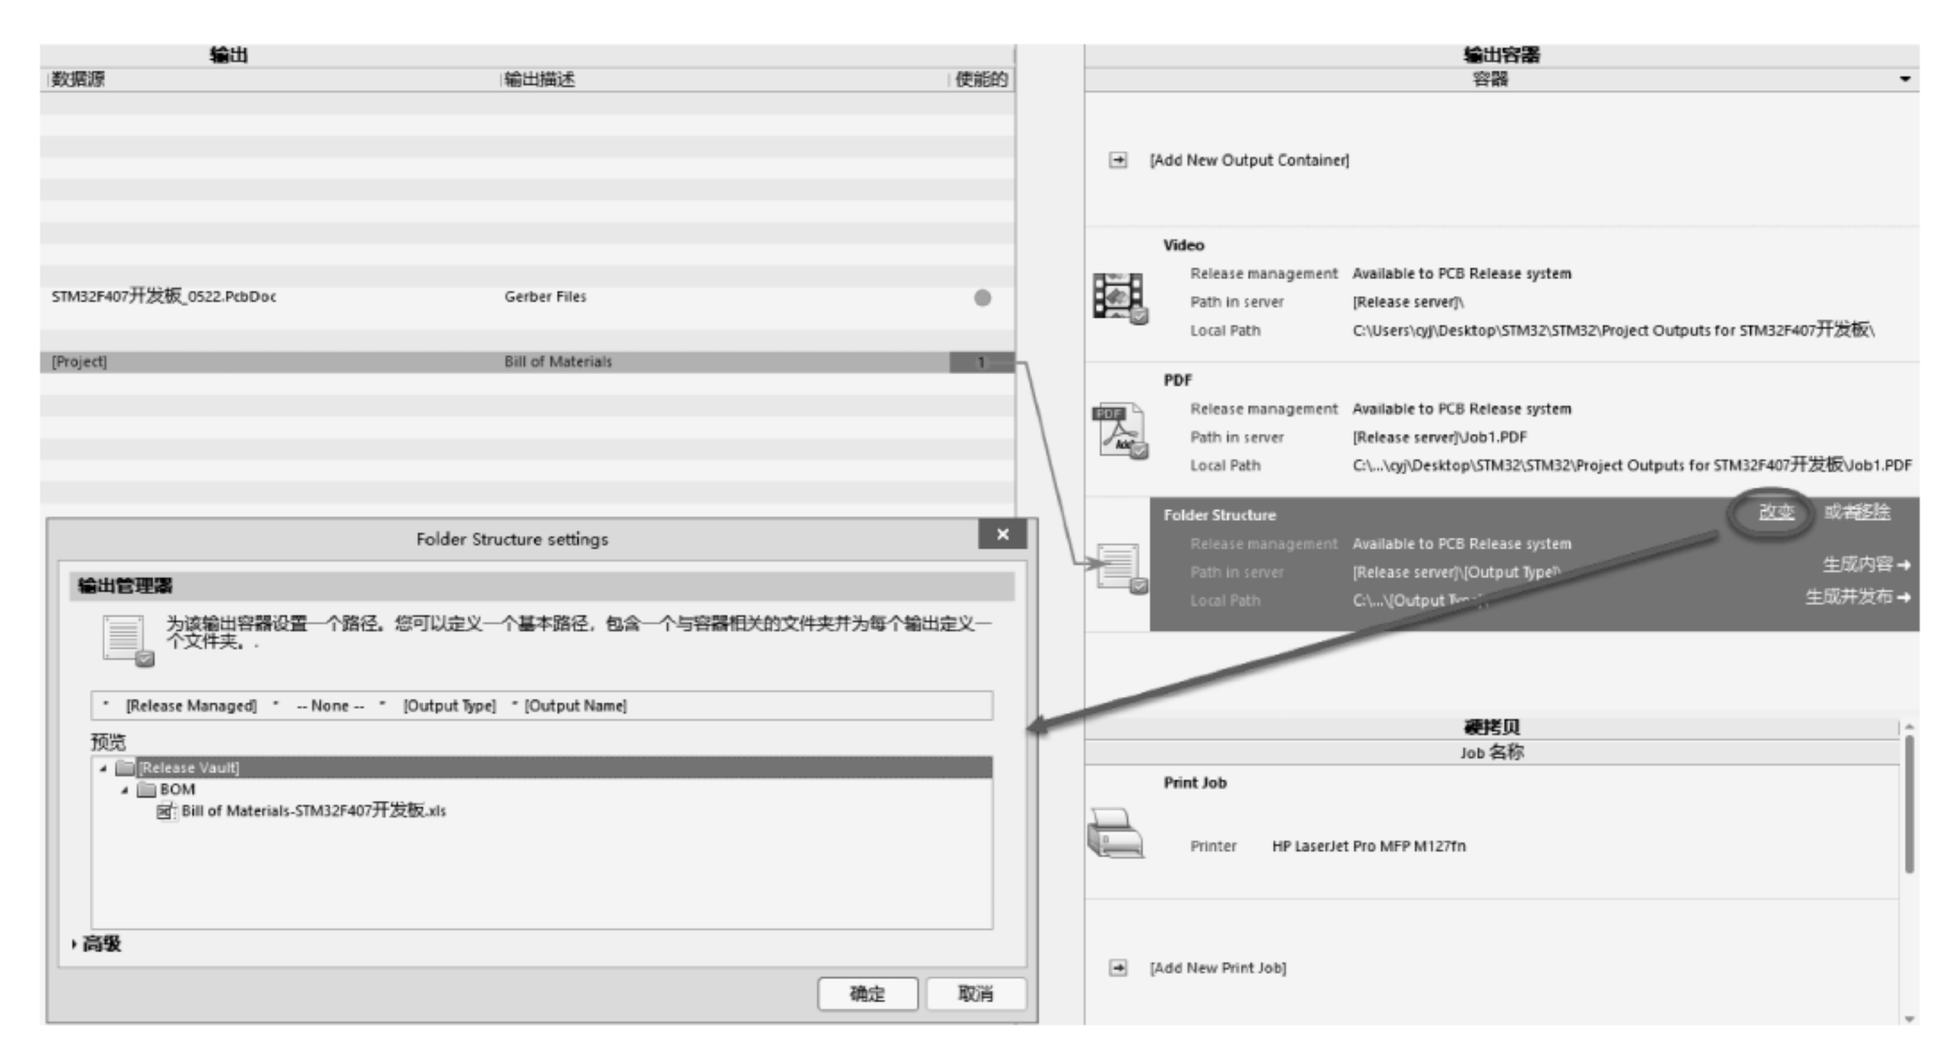

图 1-318 “输出容器”设置对话框
(5) 设置输出容器。单击“改变”按钮可以打开该特定类型“输出容器”设置对话框，如图 1-318 所示。